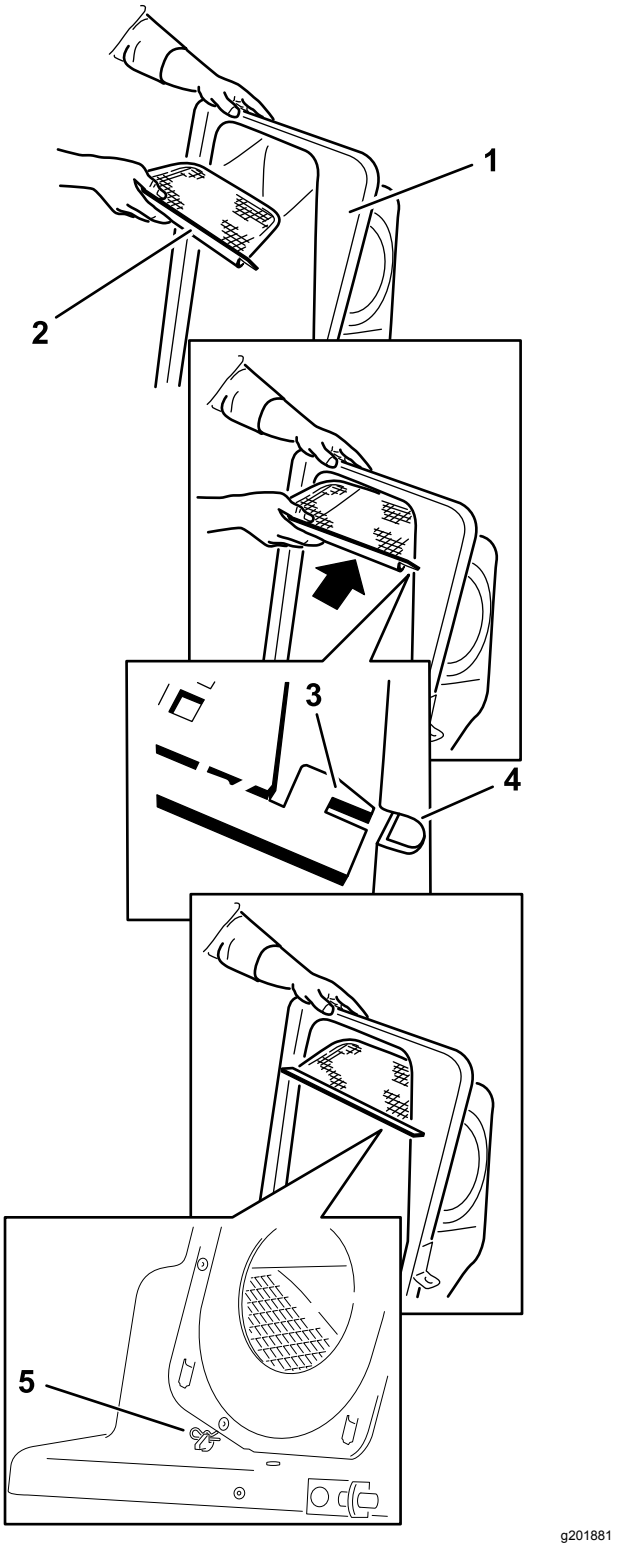

Bild 19
2. Setzen Sie das Gitter so ein, wie in Bild 19 abgebildet, und stellen Sie sicher, dass es nach unten zu den Grasfangkörben geneigt ist.